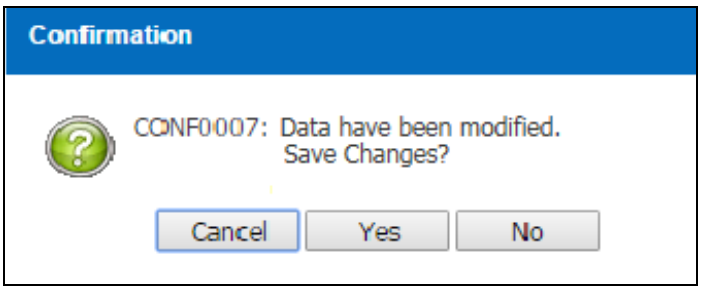

Figure 3.9.2-4 Confirmation Message
- *System will display a Confirmation Message as Figure 3.9.2-4*